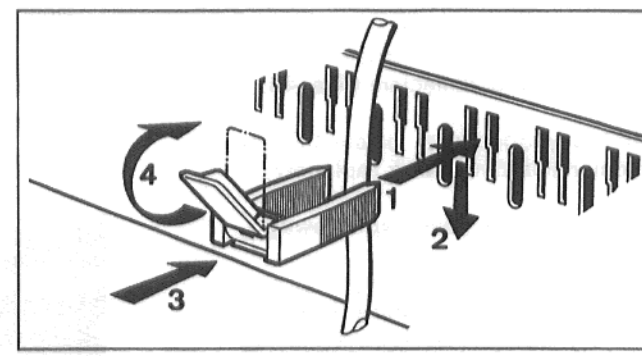

Rys. 41 - Szczegól "A" - Obejma kablowa
- Obejmę kablową z wprowadzonym przewodem wprowadzić od góry w szczeliny ramy obejm występ dźwigni musi przy tym być skierowany do góry. Zsunąć obejmę kablową i nacisnąć ze strony przeciwnej. Dźwignię przełożyć do góry (Rys. 41).